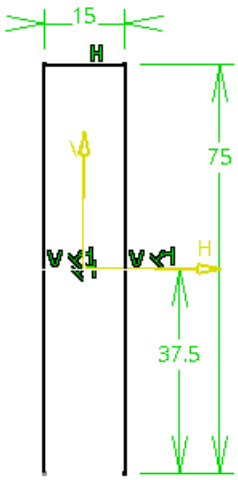

Figure 17-104 *Sketch of the base surface*
2. Invoke the sketcher environment using the zx plane as the sketching plane and create the sketch of the base surface, as shown in Figure 17-104.